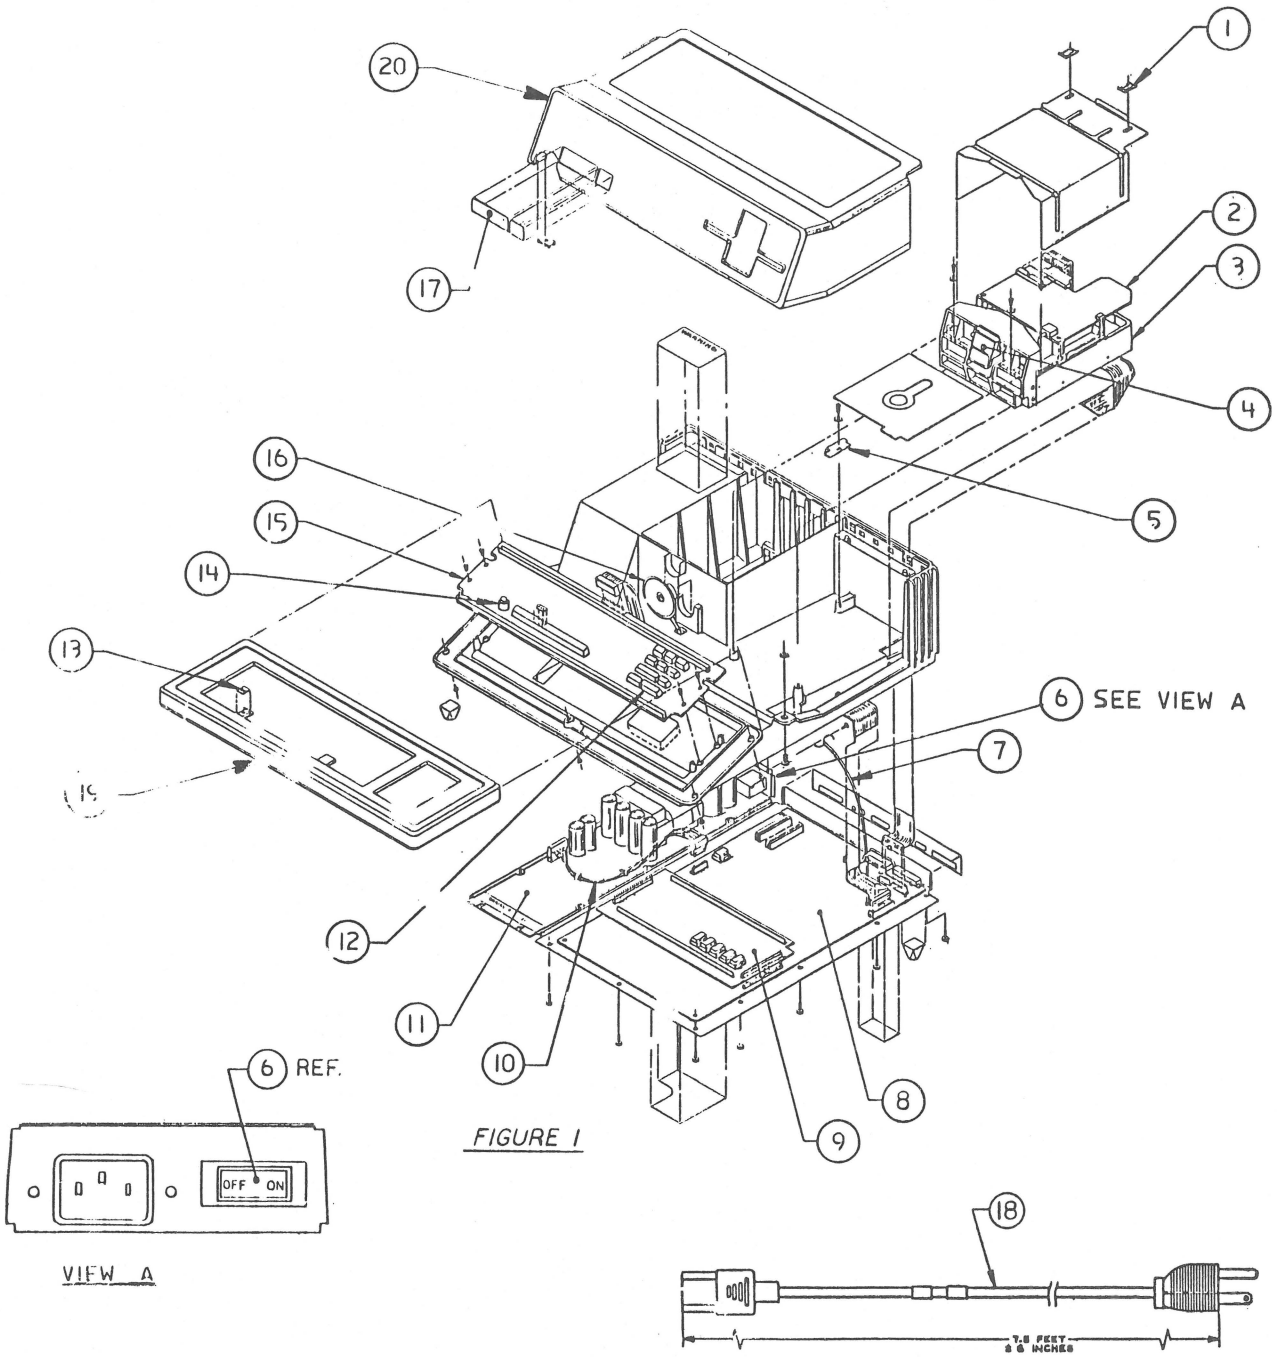

FIGURE 1
6.3 Finished Goods Assembly (Figure 1)
❑ APPLE III AND APPLE III PLUS – FINISHED-GOODS ASSEMBLY (FIGURE 1)